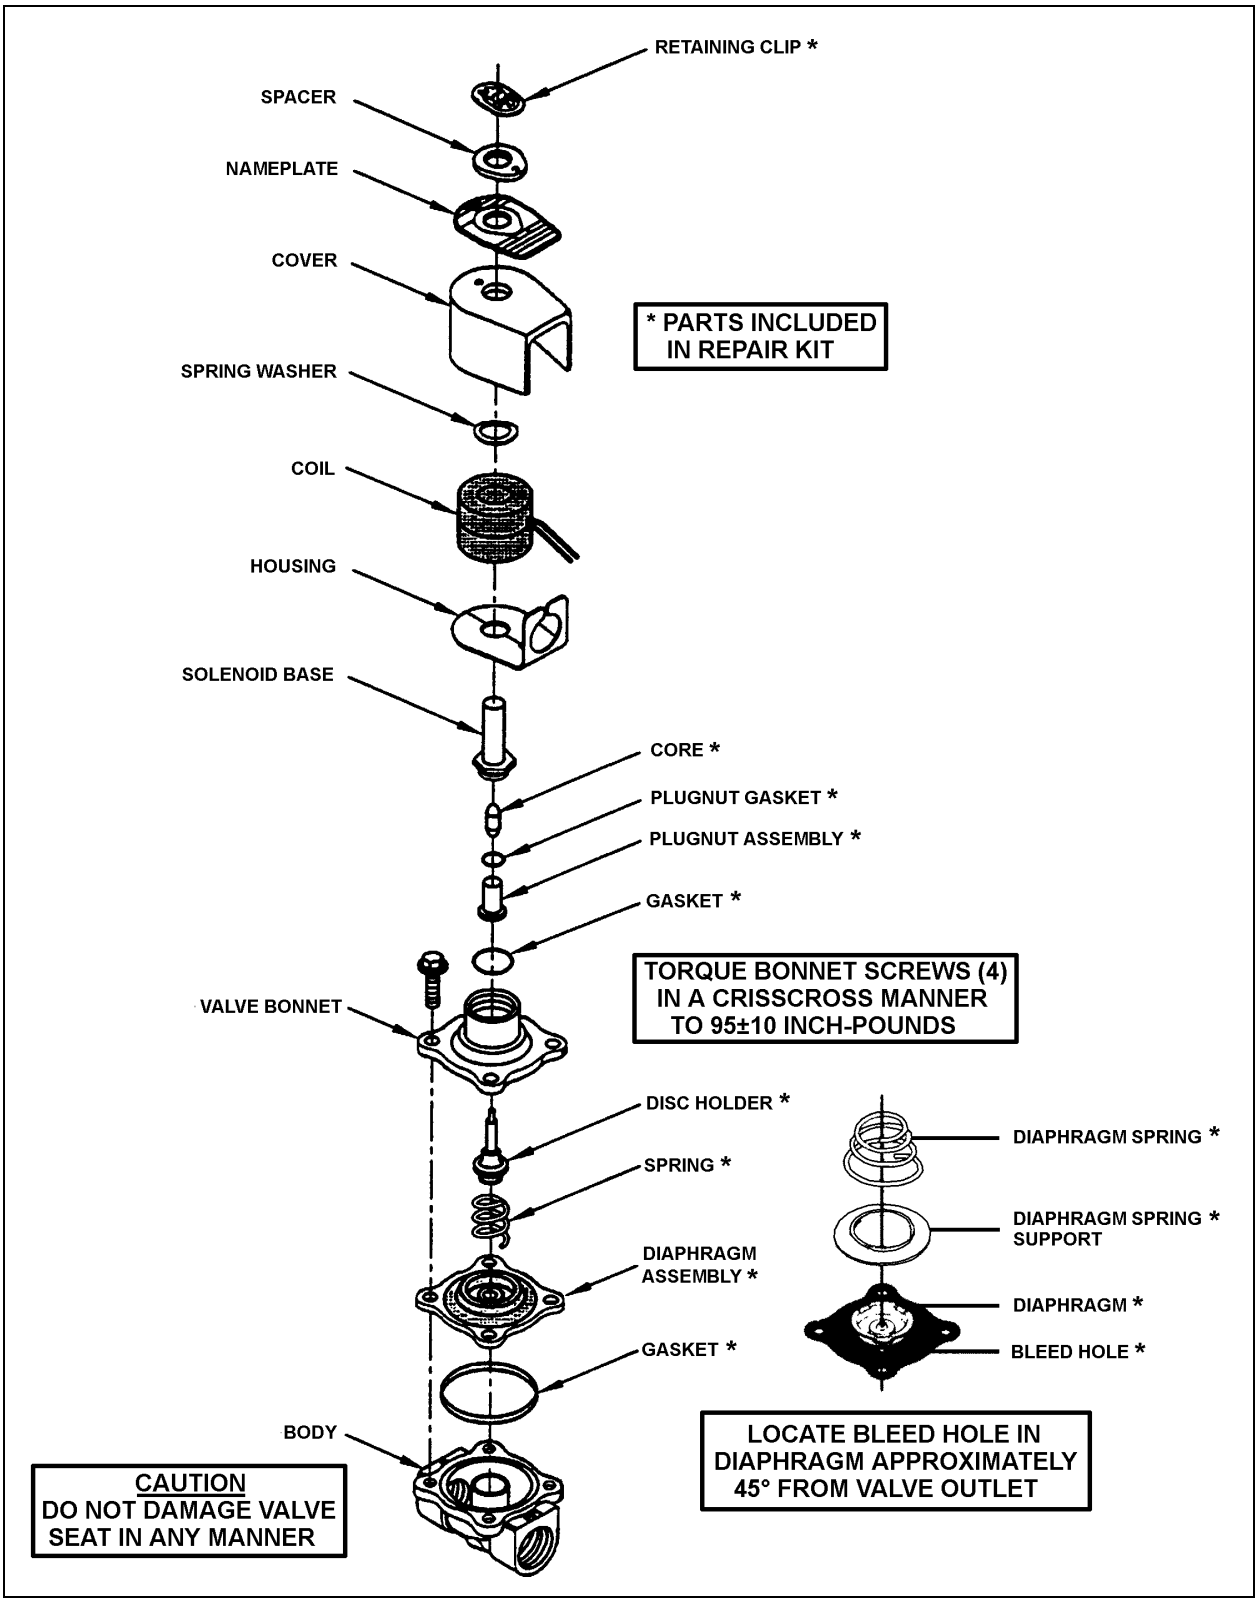

FIGURE 43: DRIVER'S WATER SOLENOID VALVE 22216
3. Coil is now accessible for replacement. Reassemble by reversing sequence of disassembly. Refer to exploded view (Fig. 43) for identification and location of parts.
3. Disassemble valve in an orderly fashion paying careful attention to exploded view (Fig. 43) provided for identification of parts.
1. Reassemble in reverse order of disassembly, paying careful attention to exploded view provided for identification and placement of parts (Fig. 43).